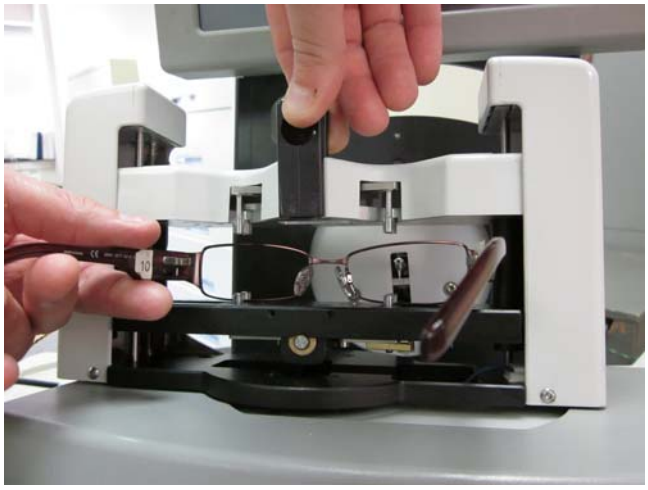

Figura 3.1a: Caricatura di una montatura
2. Tenere la montatura da montare per le tempie, come mostrato sotto nella Figura 3.1a. Posizionare la parte metallica oculare inferiore della montaura e tra i perni di presa inferiori.